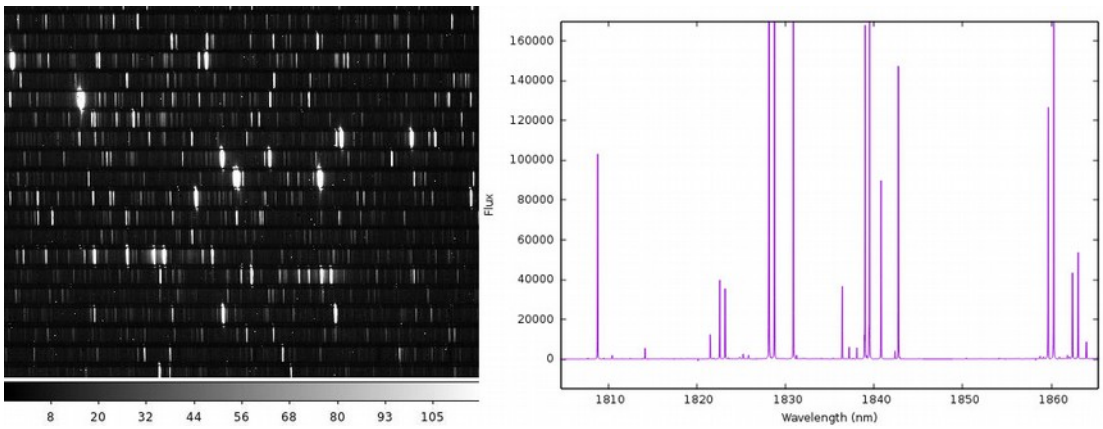

Figure 6: Straightened masterlamp (left) and extracted and calibrated masterlamp (right)
6. 20 central pixels of each order are extracted and a default wavelength calibration is performed (see Fig. 6, and read below for details);